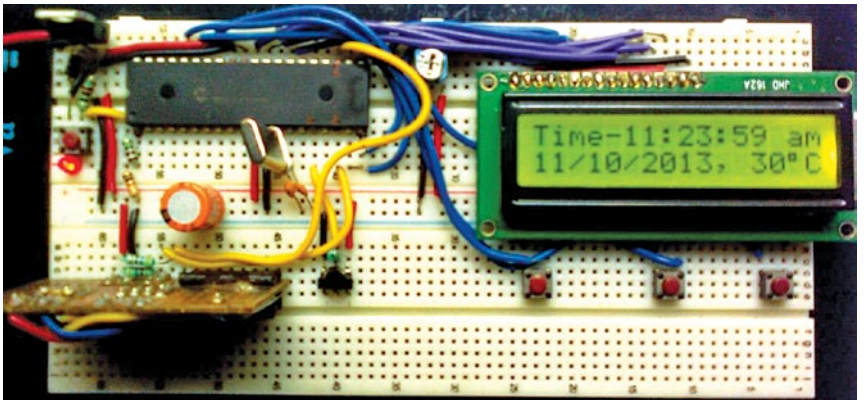

*Fig. 1: Author's prototype*
***Mechanical construction.*** The mechanical construction is the most critical part of this project. The overall body of the refrigerator is a thermocol box as shown in Fig. 1. This type of box is easily available in the market. Water is used as a coolant because it holds temperature for longer time than air can. An opening is created near the bottom of the box on one side which should be a little bigger in dimension than the thermoelectric module. An aluminium sheet is mounted over the opening from outside as shown in Fig. 6. Ensure that the sheet is firmly fixed and there is no leakage.
Simple way of doing it is by using an aquatic air-pump. Pipe coming out from the air-pump is inserted in a box through a small hole at the top. The opening of the pipe from where the air blows out is facing the cold side of thermoelectric module as shown in Fig. 1. In this way, air bubbles do not let ice to form at the opening. Effectively, it creates a motion or water current and helps all of the water to reach the same temperature.
Presented here is a simple real-time clock with temperature logger. The project shows time, date and real-time temperature on the LCD. The logger records the maximum and minimum temperature for each day and can keep entries for 51 days. The recorded temperatures can be viewed any time together with the dates. The temperature is sensed via single-wire temperature sensor and the maximum and minimum temperatures for each day are stored in EEPROM via I²C protocol. Fig. 1 shows the author's prototype.